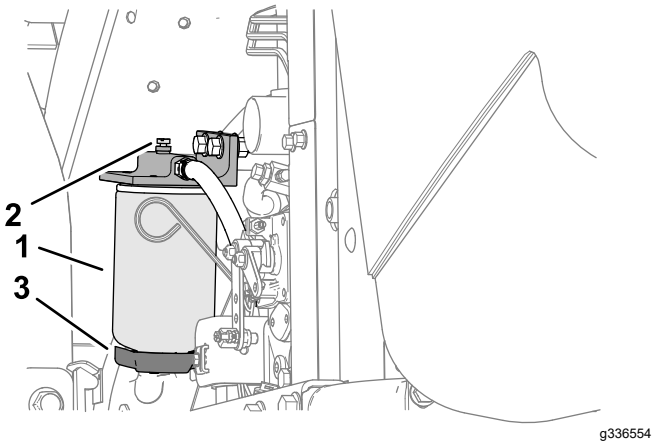

Figuur 73
4. Draai de aftapplug onder de filterbus los (Figuur 73).
3. Reinig de omgeving van de plaats waar de filterbus wordt gemonteerd (Figuur 73).